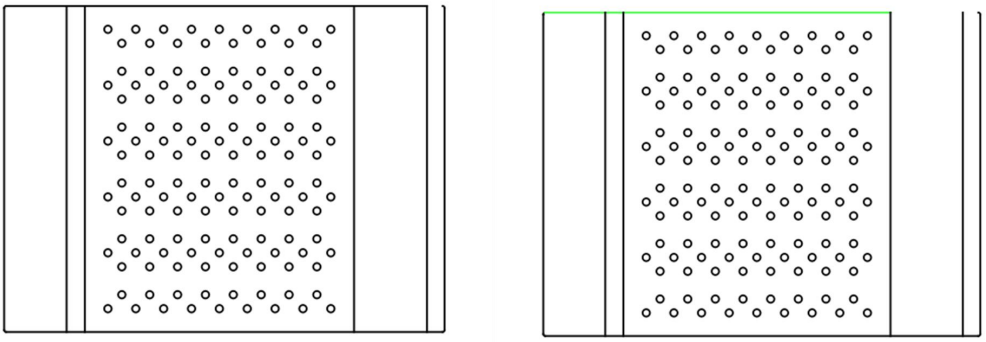

Figure 5-23
(3) Trim: Used to cut solid line segments. Click to enter trim mode, where you can perform continuous trimming. The segment being trimmed is highlighted in green, while the segment at the mouse position is hidden, as shown in Figure 5-23.